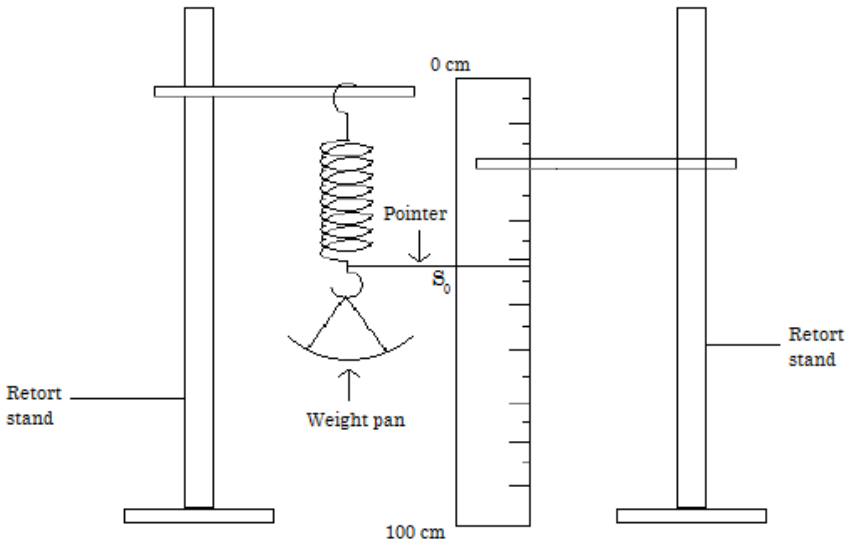

Figure 1
Set up the apparatus provided as shown in figure 1 above. Add 50 g mass on to the weight pan so that any "kinks" in the spring are removed. Leave this weight for the whole experiment but ignore it in all readings. Record the scale reading S_0. Add 50 g on to the weight pan and record the new scale reading S. Calculate the extension ($e = S - S_0$) caused by the weight. Repeat with different weights (W) to obtain at least five readings. Tabulate your results. Replace the weights (W) by the weight **X** provided and find the corresponding extension.